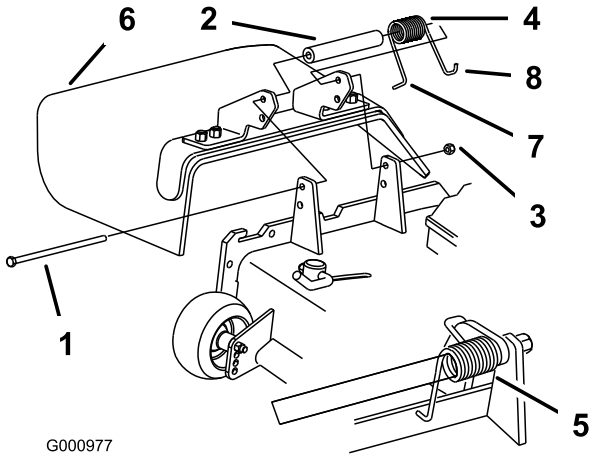

Figur 89
1. Fjern låsemøtrikken, bolten, fjederen og afstandsklodsen, som fastholder græsdeflektoren til akselbeslagene (Figur 89). Fjern den beskadigede eller slidte græsdeflektor.
Bemærk: Sørg for, at fjederens L-formede ende monteres bag skjoldets kant, før bolten monteres som vist i Figur 89.
3. Monter bolten og møtrikken. Placer fjederens **J**-formede ende omkring græsdeflektoren (Figur 89).